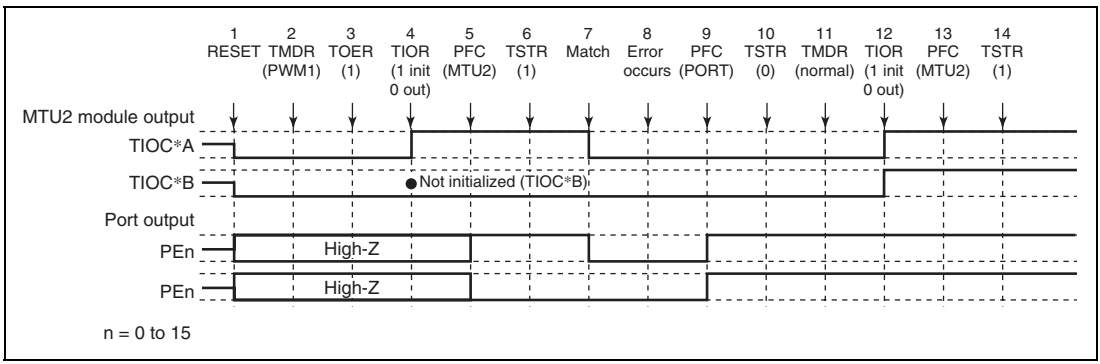

**Figure 10.144 Error Occurrence in PWM Mode 1, Recovery in Normal Mode**
**Operation when Error Occurs during PWM Mode 1 Operation, and Operation is Restarted in Normal Mode:** Figure 10.144 shows an explanatory diagram of the case where an error occurs in PWM mode 1 and operation is restarted in normal mode after re-setting.
1 to 10 are the same as in figure 10.144.